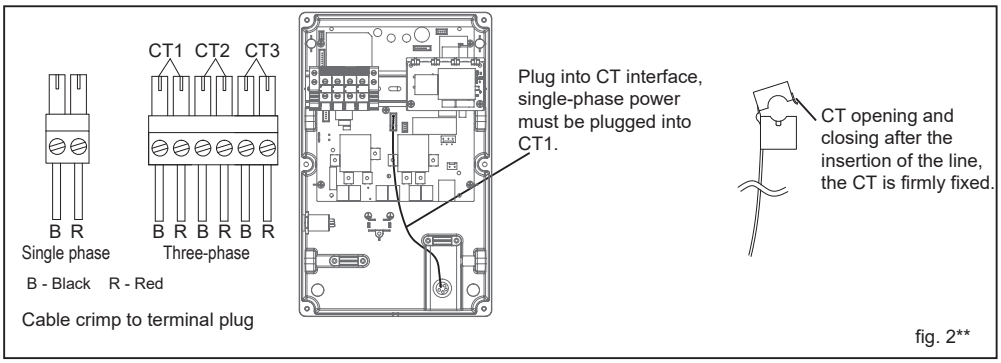

fig. 2**
4. Crimp the CT wire to the CT wire terminal and then insert it into the CT interface, as following fig. 2**